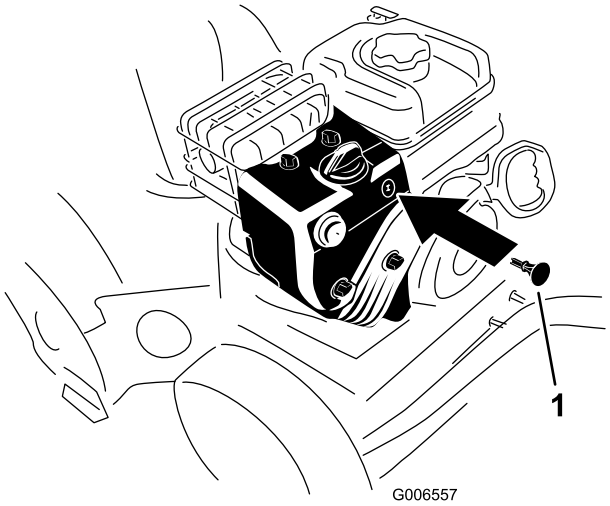

Rysunek 20
3. Włóż kluczyk zapłonu (Rysunek 20).